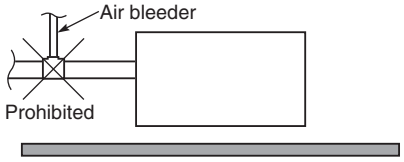

Fig. 2-124
- **Do not install an air bleeder as this may cause water to spray from the drain pipe outlet. (Fig. 2-124)**